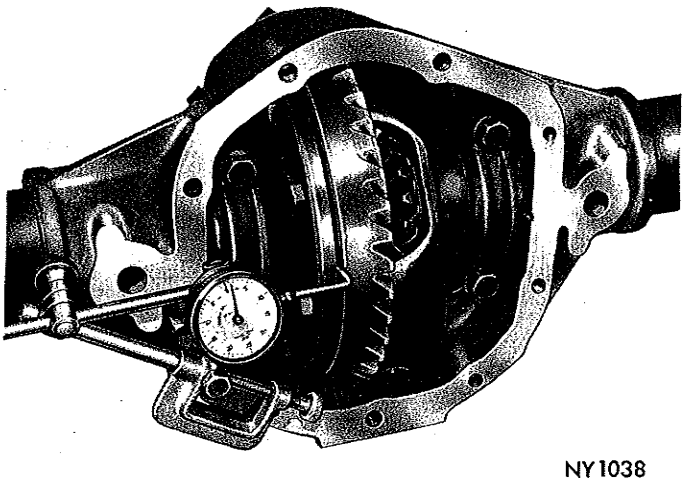
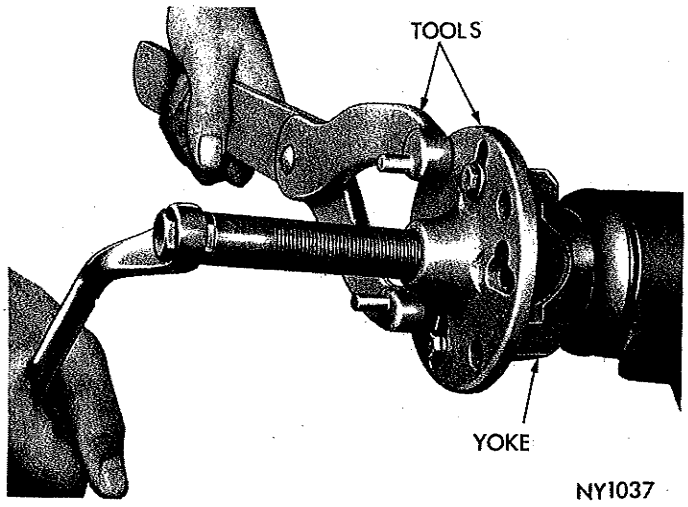

*Fig. 8—Measuring Drive Gear Runout*
*Fig. 9—Removing Companion Flange*
(3) Measure for differential side play. Position a screwdriver or pinch bar between left side of axle housing and differential case flange, then using a prying motion determine if side play is present. THERE SHOULD BE NO SIDE PLAY.
(4) In preparing to measure drive gear runout on differential case, (provided no side play was found) mount a dial indicator tool C-3339 on pilot stud C-3288, and load the indicator stem slightly when plunger is at right angles to back face of drive gear (Fig. 8).
(5) Measure drive gear runout by turning drive gear several complete revolutions and reading dial indicator. Mark drive gear and differential case at point of maximum runout. The marking of differential case will be very useful later in checking differential case runout. Total indicator reading should be no more than .005 inch. If runout exceeds .005 inch the differential case may be damaged. A test for case runout will be described later.
(6) Remove drive pinion nut and washer. Using Tool C452 and holding Tool C3281, remove drive pinion flange (Fig. 9).